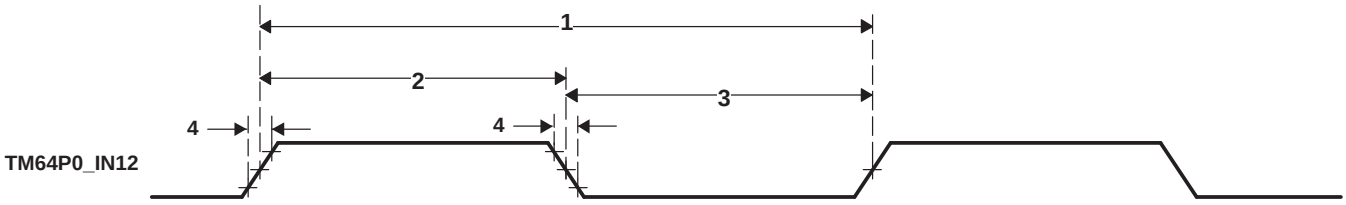

Figure 6-82. Timer Timing
Table 6-130. Timing Requirements for Timer Input(1) (2) (see Figure 6-82)